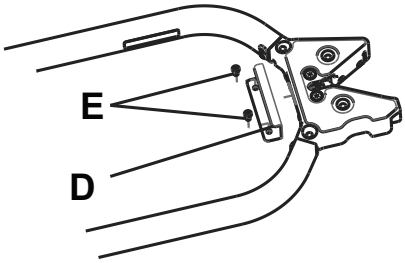

Figur 16 – Gribeplade
1. Ved hjælp af en M6 unbrakonøgle installeres den medfølgende gribeplade (610000010015) (D) og to M6 unbrakomøtrikker (E) (medfølger ikke) direkte bagved bårebeslagets lås (Figur 16).